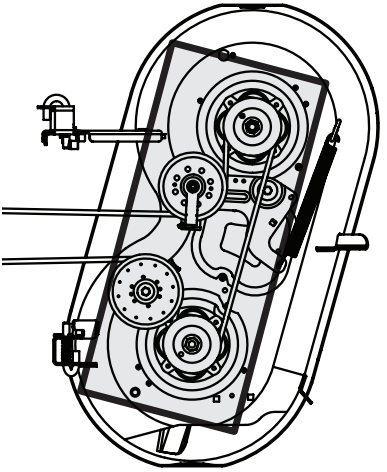

Fig. 31
- Nettoyez le dessus du plateau de coupe, sous les protections des fusées et la zone de la courroie (Fig. 31).